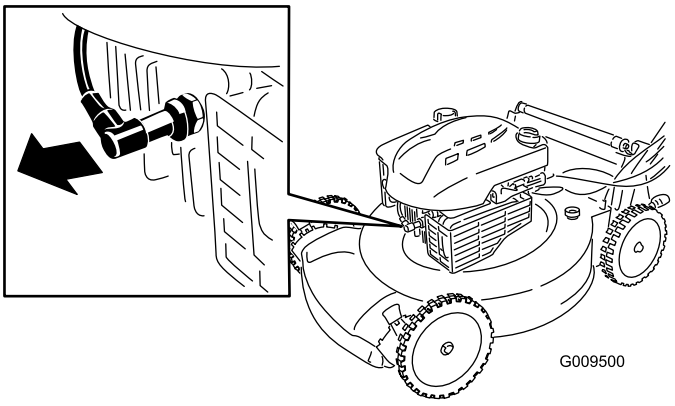

Figur 18
2. Kobl tændrørskablet fra tændrøret (Figur 18), før du udfører nogen form for vedligeholdelsesarbejde.